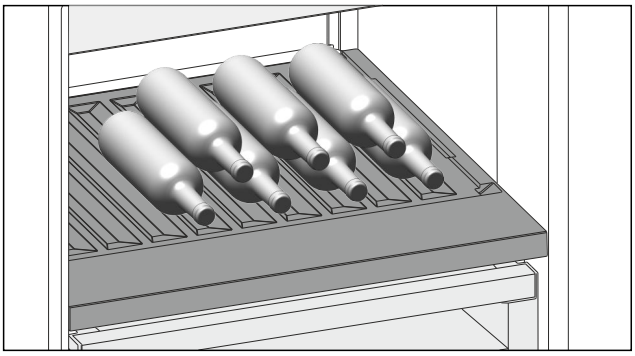

Fig. 133 Example illustration
▶ Insert the bottles facing backwards towards the rear wall. (see Fig. 133)